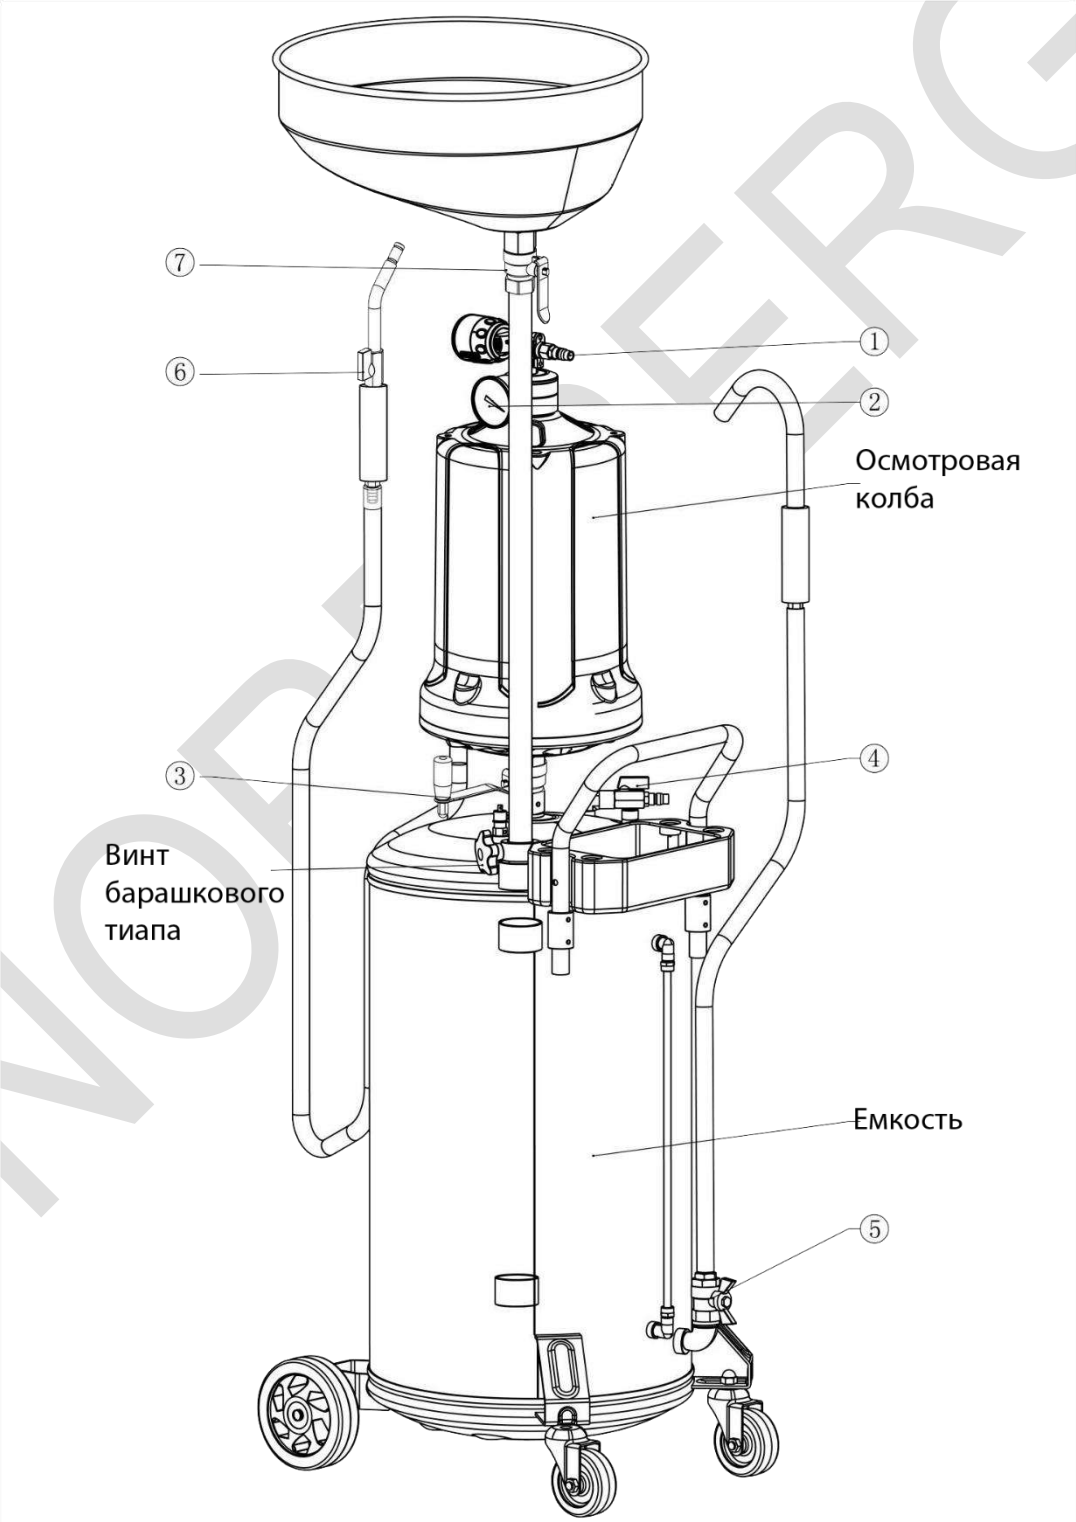

Рисунок 2
- Подключите установку 2379 к пневматической линии с давлением 6 – 8 бар к штуцеру 1 рис.2.
- Плавно открывайте кран перед штуцером 1 (приобретается отдельно или используется кран входящий в состав пневматической линии пользователя) и дождитесь пока стрелка ваккууметра не достигне положения MAX, после чего закройте кран 1 рис.2. (При нормальных условиях данный процесс занимает от 20 до 30 секунд).
- Откройте шаровый кран на пистолете 6 рис.2, в случае необходимости предварительного визуального осмотра откачиваемого масла, необходимо перекрыть кран 3 рис.2, в противном случае масло сразу же будет попадать в емкость. (В таком случае убедитесь, что предварительно емкость была вакуумирована)
- После завершения процесса закройте краны 6 и 3 рис.2.
- Последовательно откройте сначала кран 7 а затем кран 3 рис.2.